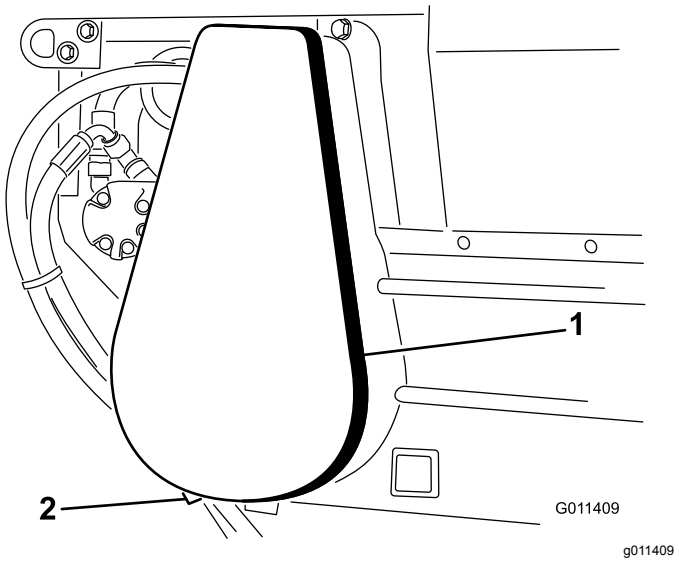

Figuur 24
1. Verwijder het kettingdeksel en het afstandsstuk (Figuur 24).